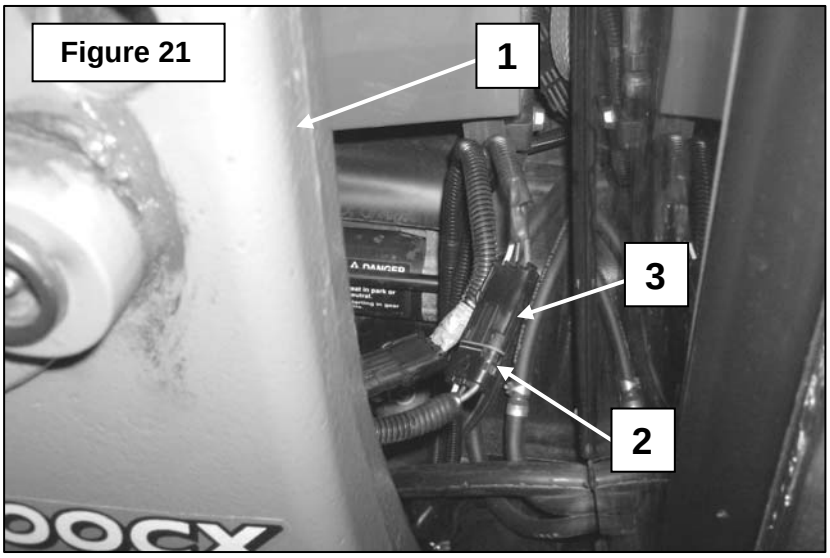

Figure 21
8. **Figure 21:** Run the rotary broom wiring harness down the loader arm (item 1) and bring the male connector of the harness (item 2) to the position illustrated. Connect the female 3 cavity connector of the 132" tractor side wiring harness (item 3) to the male 3 cavity connector (item 2) of the rotary broom harness.